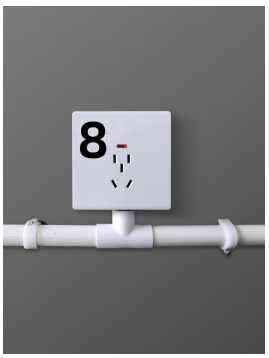

图 12
18、插座盖板上一般带有数字，若无数字，每个插座盖板上必须喷上或粘贴上对应插座号（注意标记明显，如图 12）。